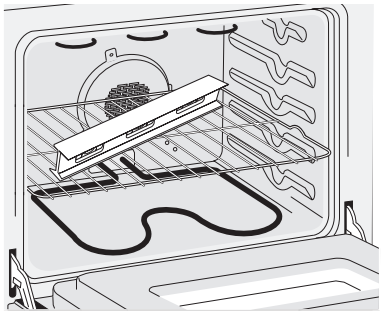
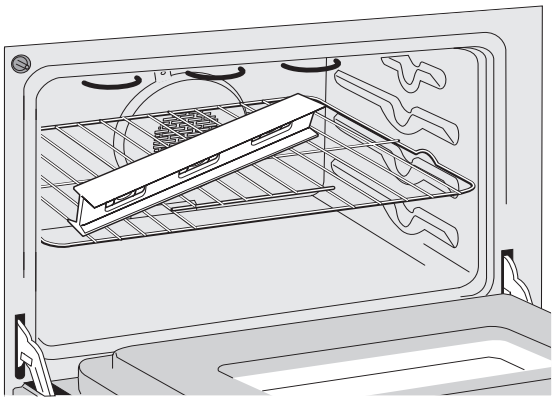

Figure 10
Figure 17
3. Vérifiez si l'appareil est à niveau en installant une grille au centre du four et en plaçant un niveau à bulle sur cette dernière (Figure 10).
2. Déposez un niveau à bulle sur la grille (figure 10). Prenez 2 lectures en plaçant le niveau en diagonale dans une direction, puis dans l'autre direction. Si nécessaire, ajustez les vis de nivellement ou le dispositif de nivellement (figure 17).